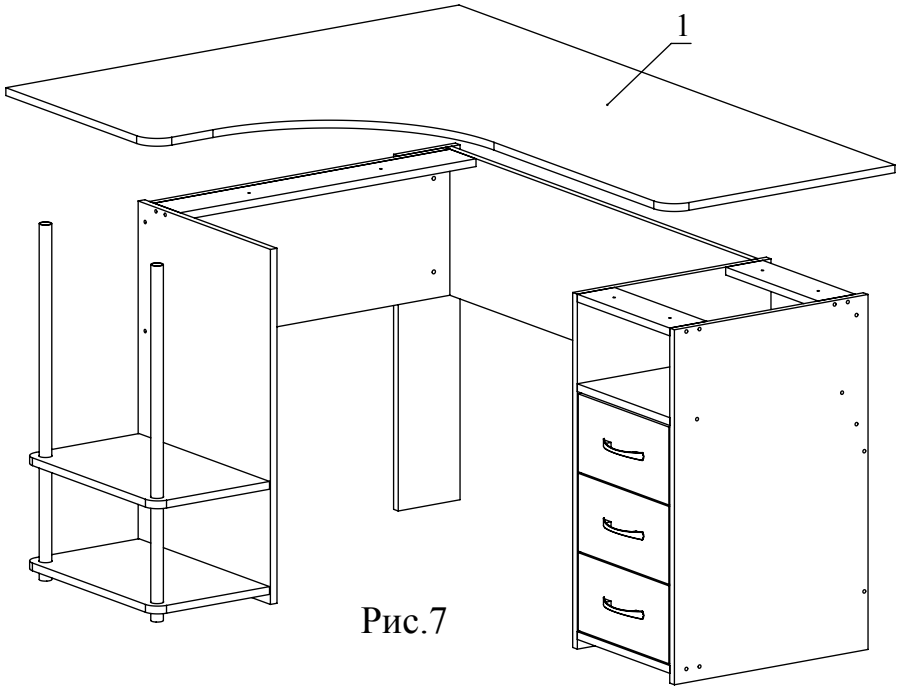

Рис.7
8. Закрепите уголки на деталях 2, 8, положите деталь 1 на готовое подстолье и шурупами 4х30 сквозь планки 10 и 11 прикрепите столешницу, перед этим оденьте на трубу фланцы чашкой вверх и закрепите их на столешнице подняв вверх, вставьте ящики (Рис.7).